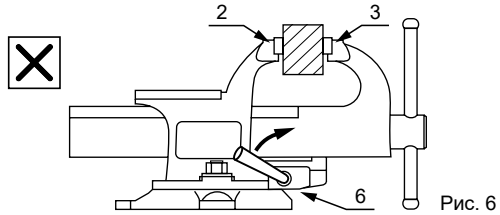

Рис. 6
Запрещается перемещать рычаг (6), когда губки (2) и (3) тисков плотно сжаты (либо в тисках зажата деталь) в режиме зажима с усилием! Это может привести к поломке механизма тисков (Рис. 6).